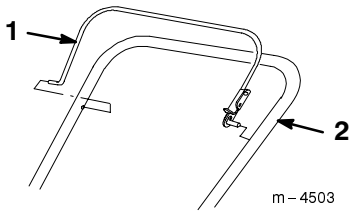
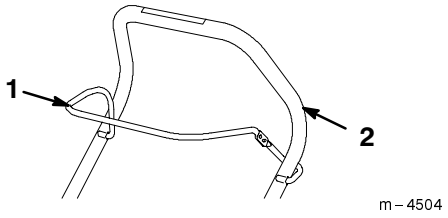

Figur 4
Figur 5
2. Sett styrestangen på det øvre håndtaket som vist på figur 4 (modell 38428 og 38429) eller figur 5 (modell 38441 og 38442).